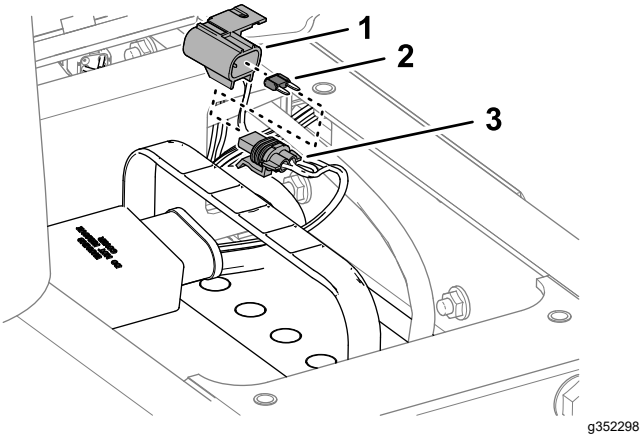

Figur 69
2. Ta bort hättan från den inbyggda säkringshållaren (Figur 69).